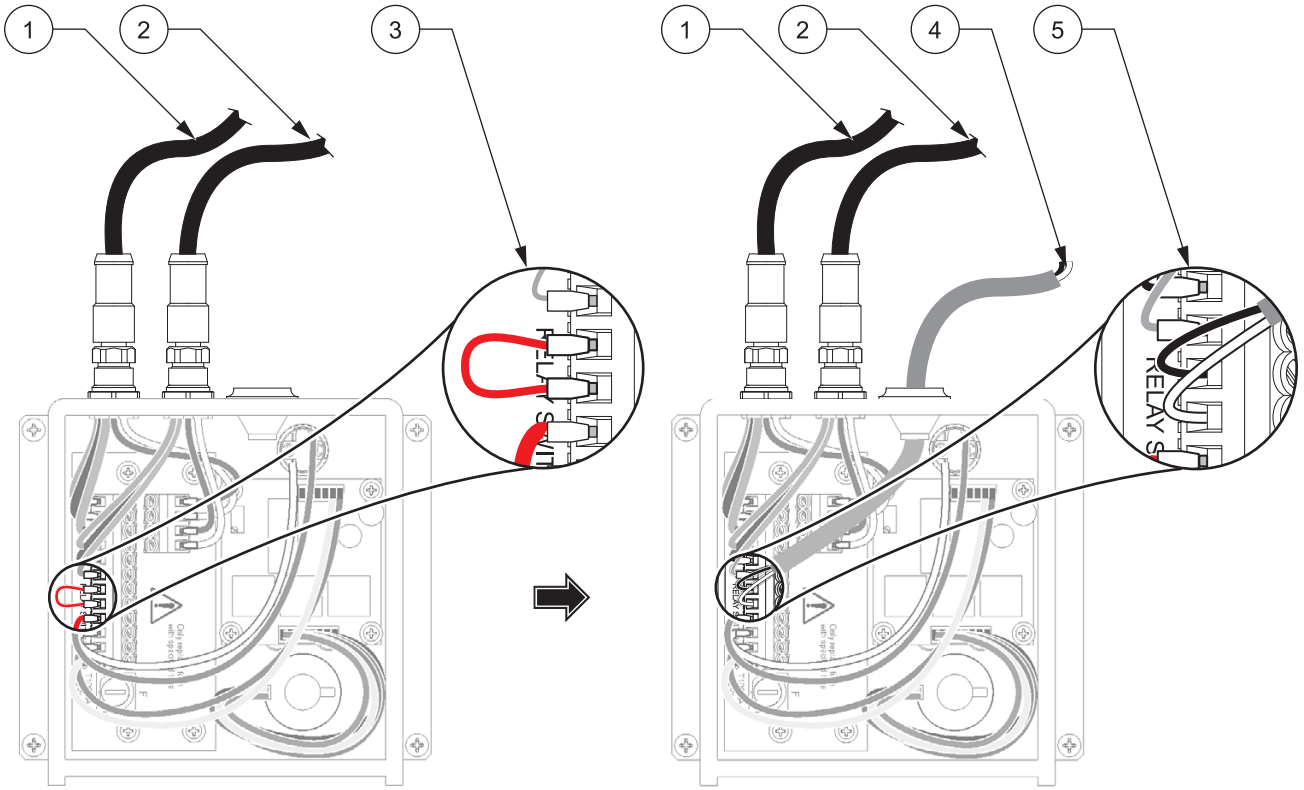

Figure 4 Installing the Relay Cable in the Acidification Unit
2. Remove the bridge wire from the connector marked Relay (see Figure 4 on page 6).
6. Insert the wires into the relay connector and tighten (see Figure 4 on page 6). Gently pull on the wires to ensure good contact.
Note: *The relay bridge wire must be in place for continuous use (Figure 4 on page 6).*